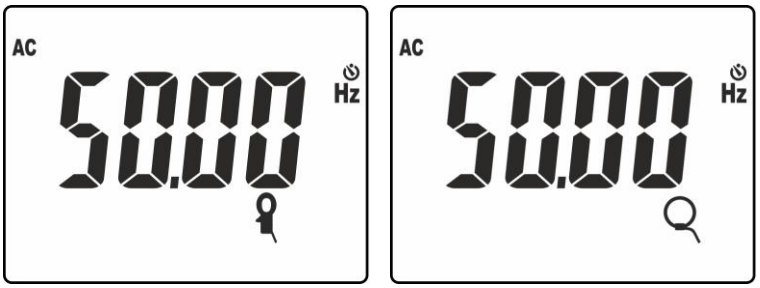

Fig. 40: Resultado da medição de frequência com pinça standard e flexível
9. Premir o botão **MODE/MXMNPK** para visualizar o valor da frequência da corrente CA com resolução elevada (ver Fig. 40)